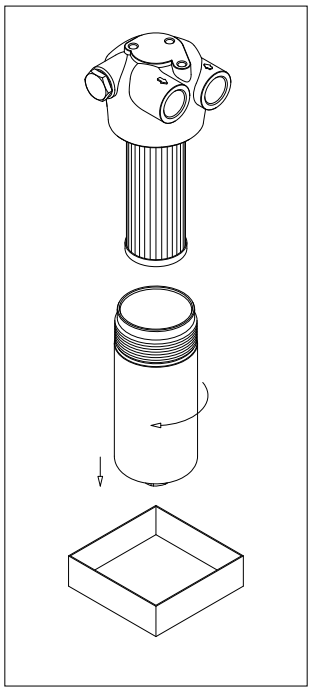

fig. 10
- (Fig. 10) Svitare il contenitore predisponendo un recipiente per la raccolta del fluido di lavoro